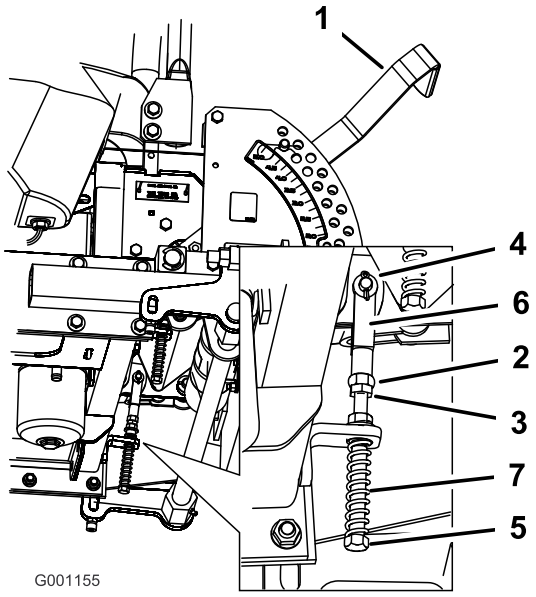

Figuur 74
8. Als de schakelhendel moet worden afgesteld, draait u de moer en de contramoer tegen de gaffel (Figuur 74).
juiste richting totdat de hendel in de vergrendelde neutraalstand is gecentreerd (Figuur 74).
10. Draai de moer en de contramoer vast (Figuur 74).